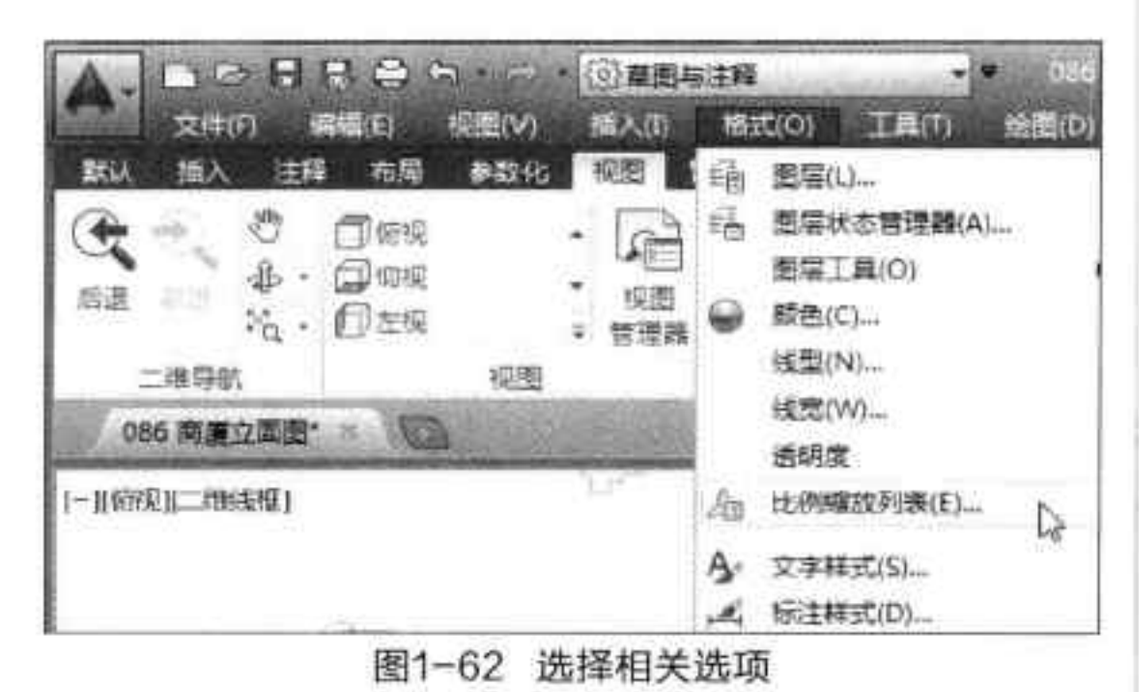

图1-62 选择相关选项
Step 01 在菜单栏中执行“格式 > 比例缩放列表”命令，如图 1-62 所示。